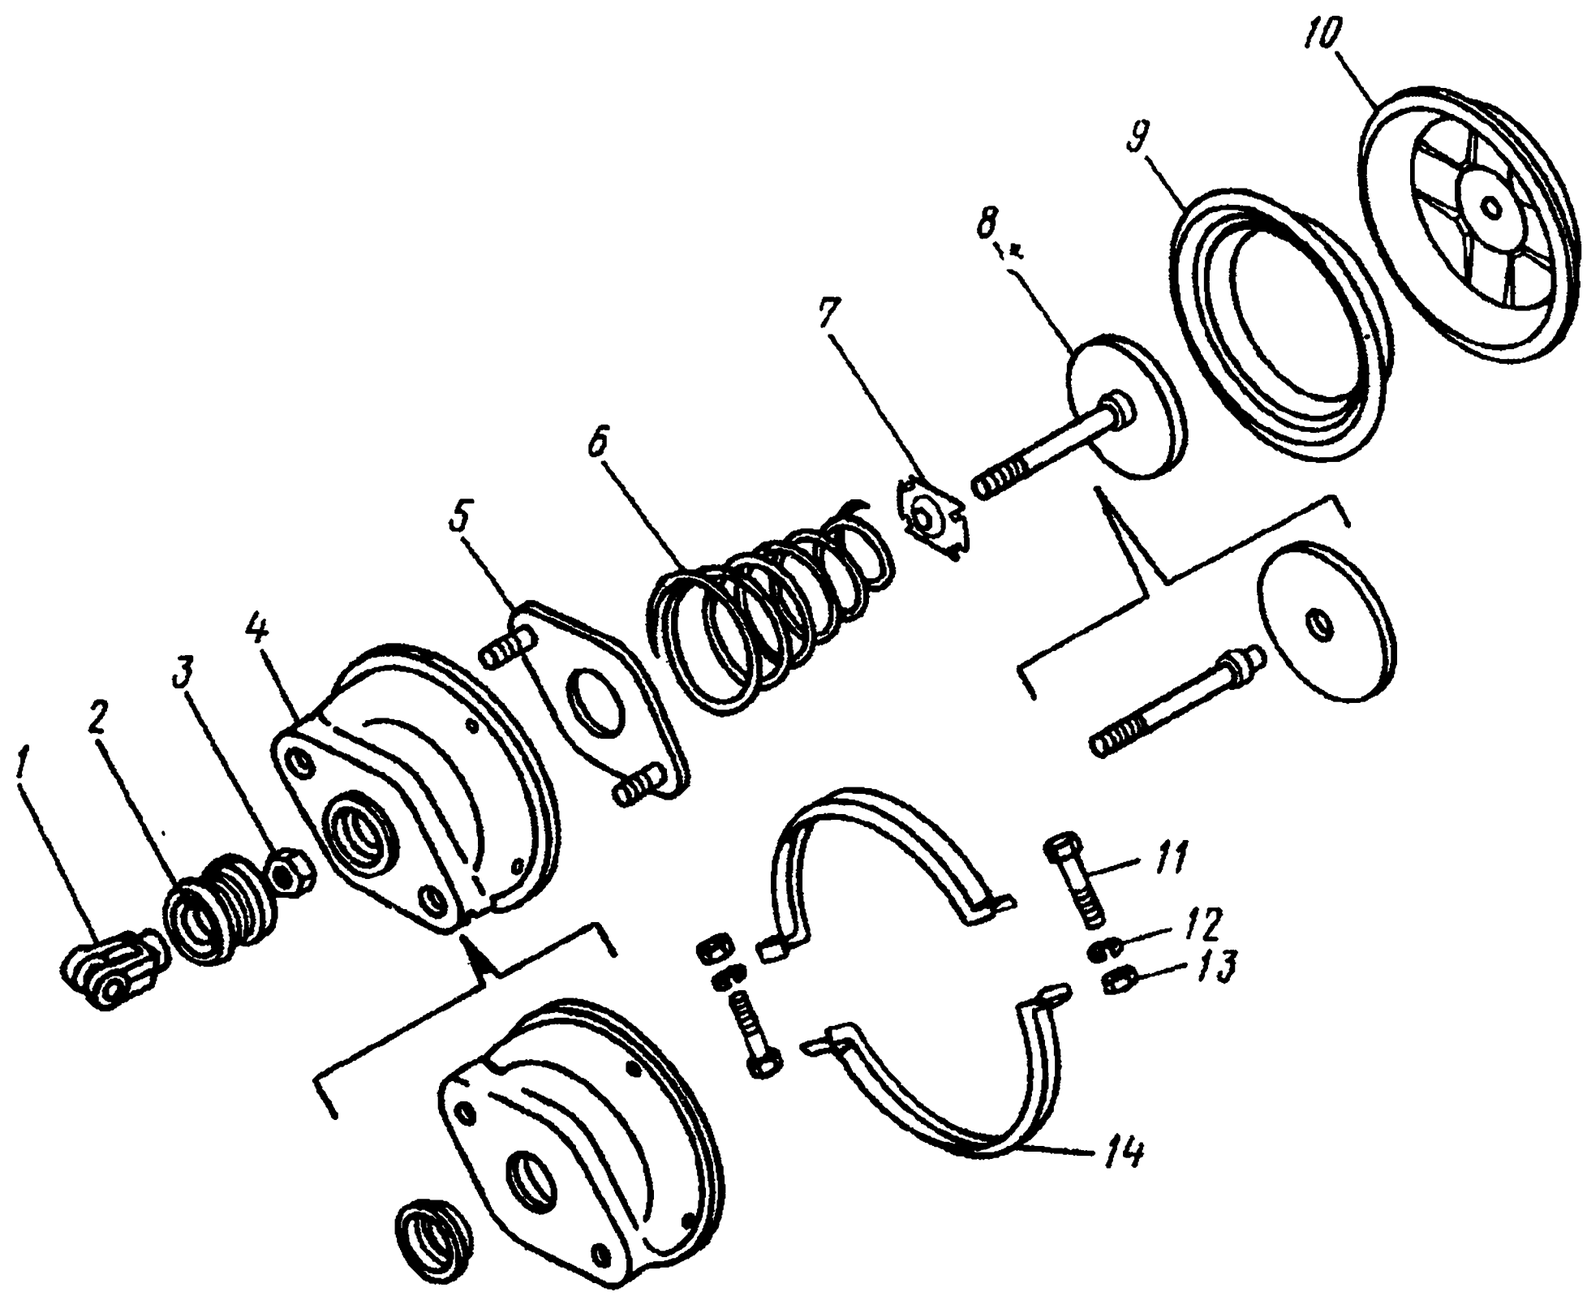

Рис. 333. Камера тормозная типа 24:
2. Снимите защитный чехол *2* (рис. 333)	Отвертка